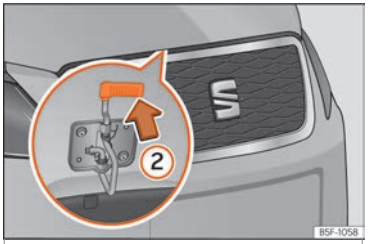

Fig. 13 Cam under the bonnet
- To lift the bonnet: press the release catch under the bonnet upwards ››› Fig. 13 ②. The arrester hook under the bonnet is released.